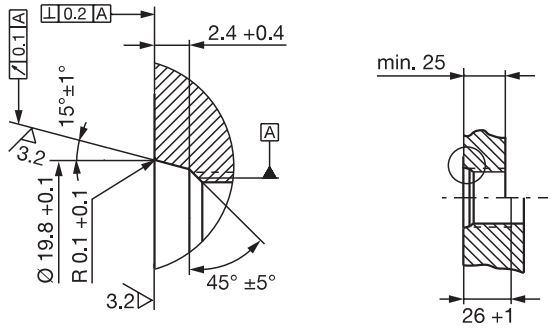
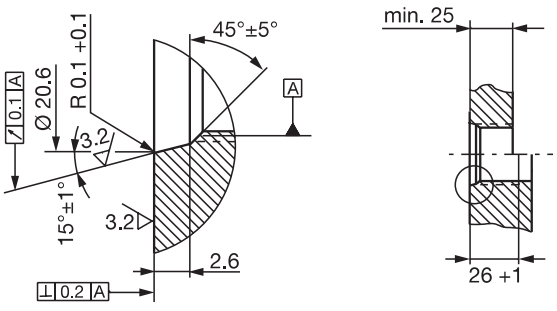

Fig. 5-3 : Trou de vissage M18x1,5 selon ISO 6149, joint torique 15,4x2,1
Fig. 5-4 : Trou de vissage 3/4"-16UNF selon SAE J475, joint torique 15,3x2,4
1. Réaliser le trou de vissage avec filetage (le cas échéant lamage pour le joint torique) conformément à la Fig. 5-3 ou à la Fig. 5-4.